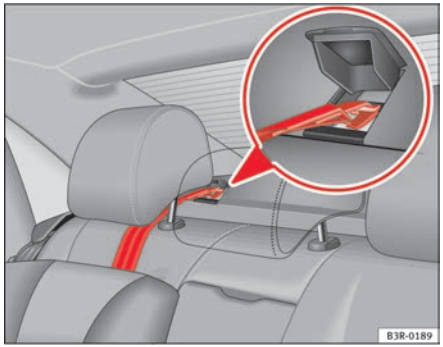

Fig. 35 Retainer strap: correct adjustment and fitting
– Direct the Top Tether securing belt under the rear seat head restraint ⇒ fig. 35 (lift the head restraint where necessary).
– Lift the luggage compartment cover anchorage cover -see detail- ⇒ fig. 35.